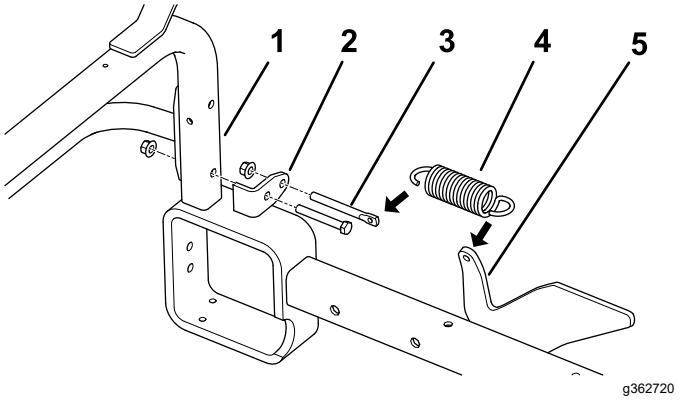

Figura 14
2. Scoatei piulia **inferioară** i urubul care fixează fiecare suport de montare a tubului de cuplare de tuburile verticale ale cadrului (Figura 14).
Notă: Poziionai suporturile arcului aa cum se arată în Figura 14.